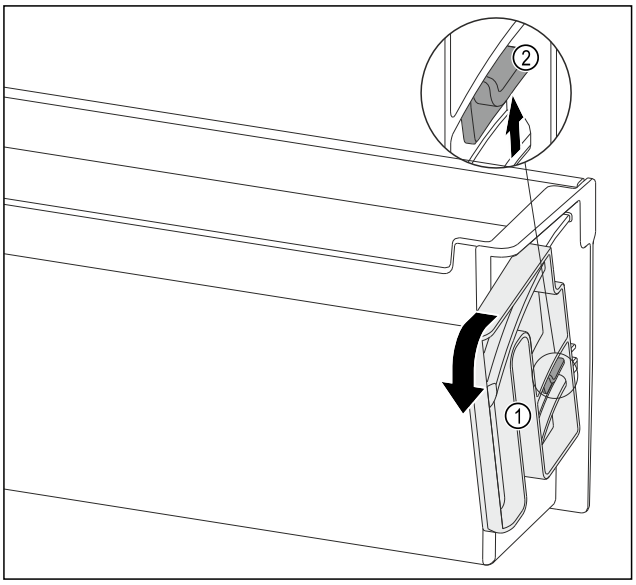

Fig. 124
▶ Rotiți unitatea de rotire *Fig. 124 (1)* în direcția indicată până la opritor.
▶ Apăsați în sus eclisa *Fig. 124 (2)* și extrageți unitatea de rotire *Fig. 124 (1)*.